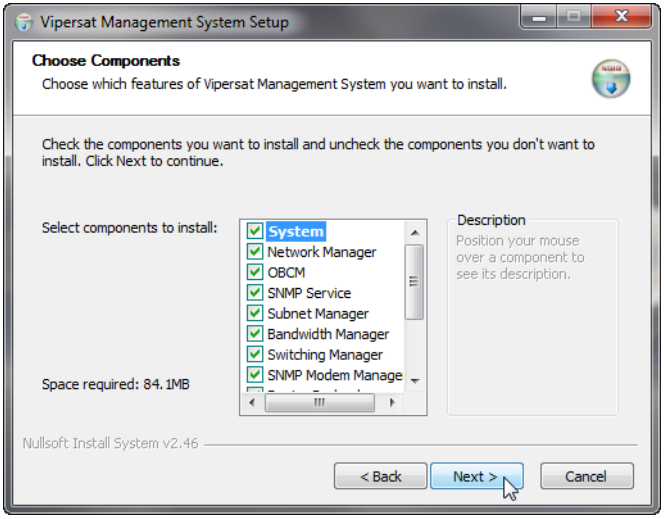

Figure 2-19 Choose Components dialog
11. The **Choose Components** dialog appears, as shown in figure 2-19. All services are selected by default for a typical VMS installation. It is recom-